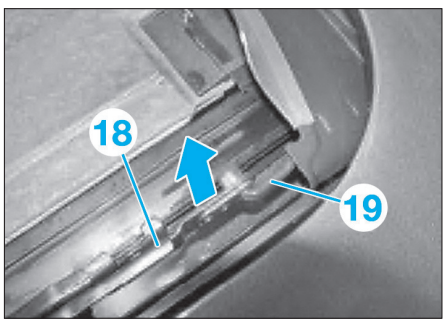

Fig. 140
• Dégager à gauche et à droite la coulisse (18) de la gouttière (19) **(Fig.140)**.